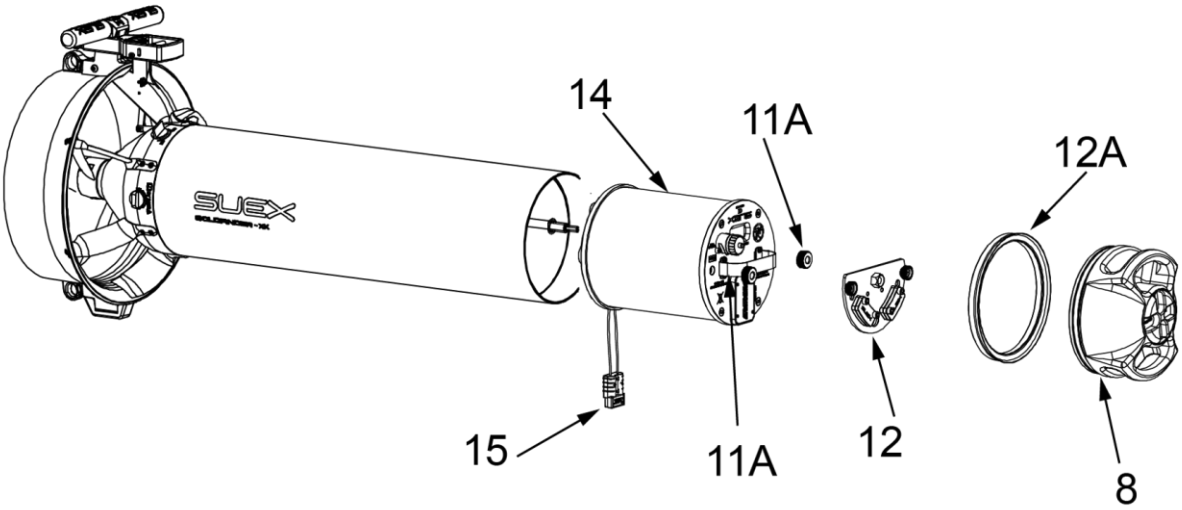

Fig 30 - Battery extraction
- connect the red connector (15 - **Fig 30 - on p. 24**)
- position the plate (12),
- screw on the ring nuts (11),